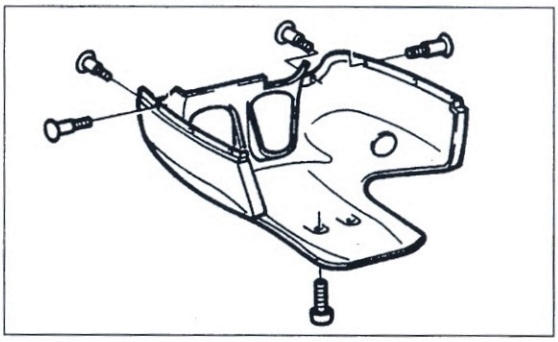

Bild 15
- RS: Verkleidungsunterteil abnehmen (Bild 15).